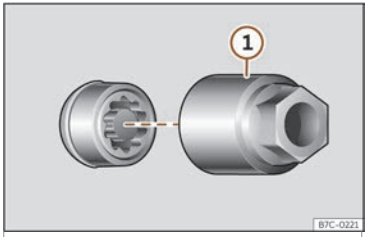

Fig. 33 Parafuso antirroubo da roda con capuchón e adaptador.
- Encaixe o adaptador especial>>> fig. 33 ① (ferramenta de a bordo>>> páx. 44) no parafuso antirroubo da roda ata o tope.